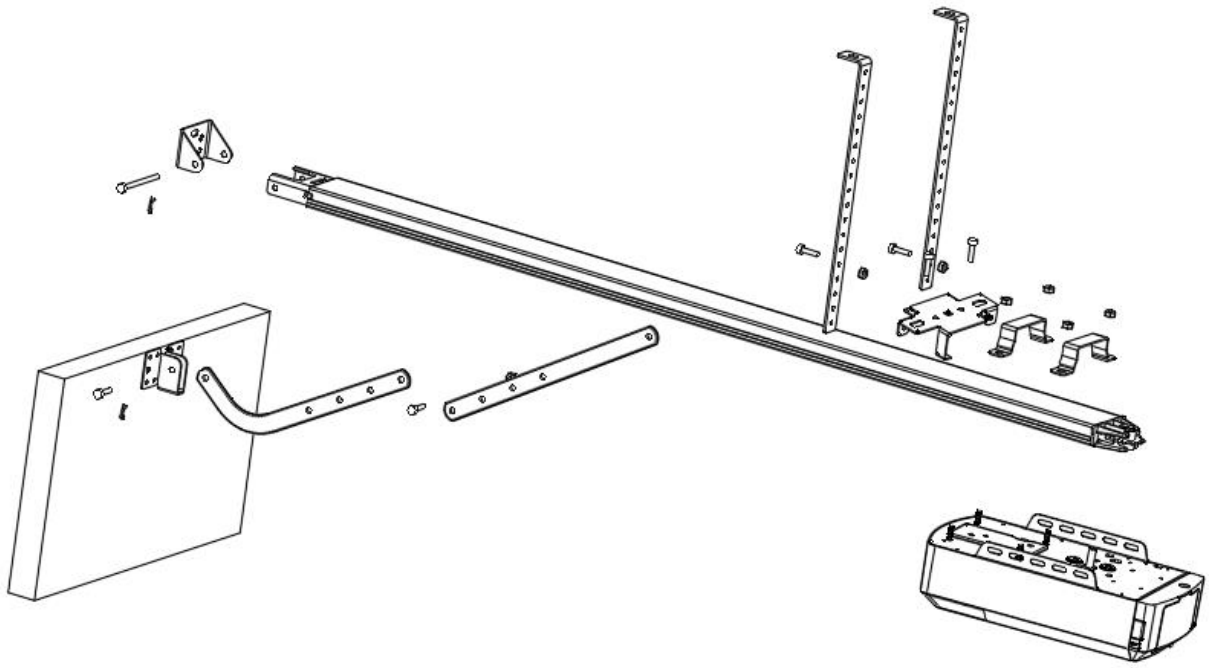
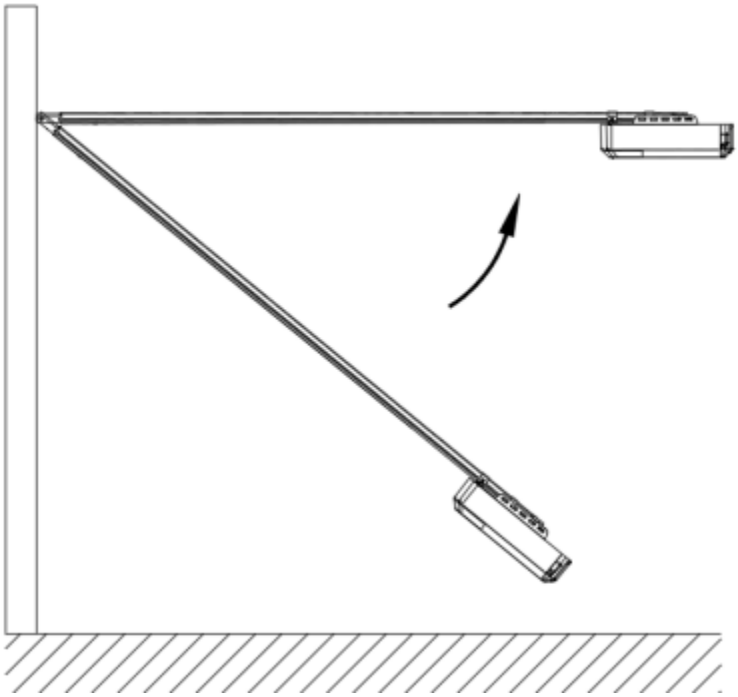
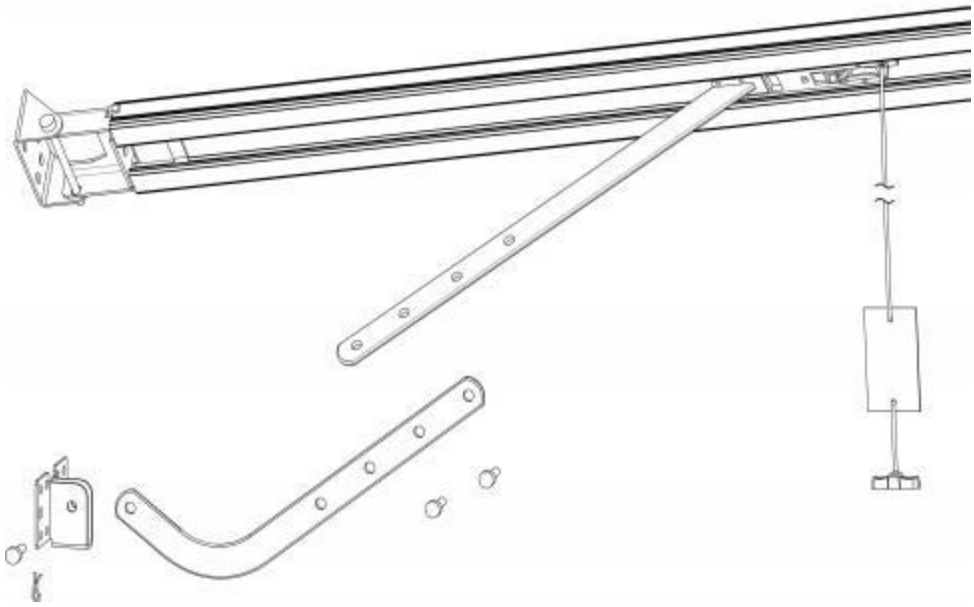

Figure 3
Figure 4
Figure 5
ÉTAPE 1 (Fig. 3)
ÉTAPE 2 (Fig. 3)
ÉTAPE 3 (Fig. 3, Fig. 4)
ÉTAPE 4 (Fig. 3, Fig. 5)